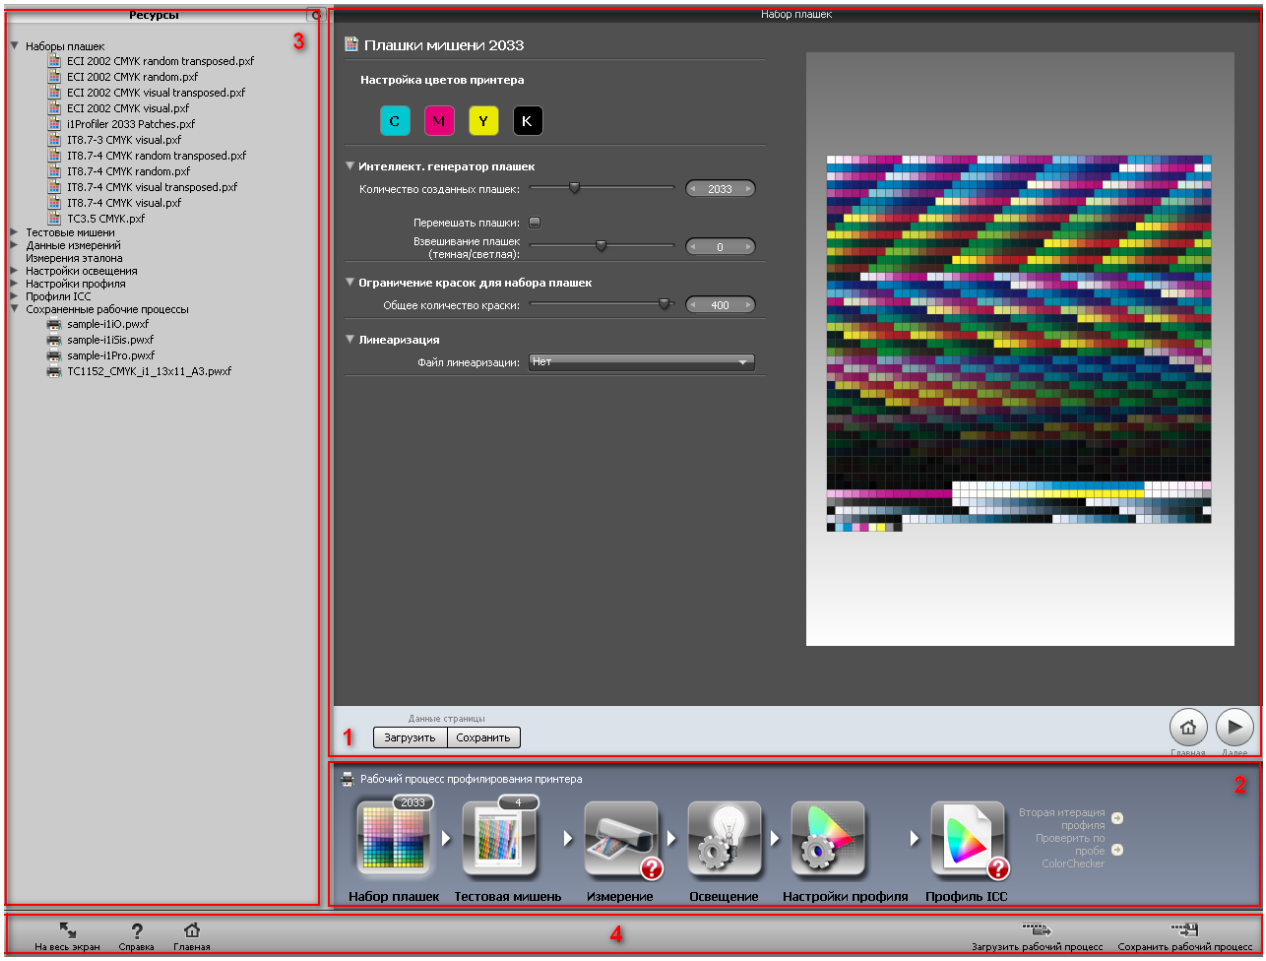

рис.2. Главное окно рабочего процесса построения ICC-профиля CMYK-принтера.
Откроется главное окно рабочего процесса профилирования (*рис.2)*.
a) Зона настроек (*рис.2, зона 1)*. Здесь отображаются настройки текущего этапа построения ICC-профиля, важная графическая информация, относящаяся к этапу профилирования (изображение тестовой шкалы, график спектра освещения и т.п.) и кнопки сохранения и загрузки данных текущего этапа.
b) Этапы процесса профилирования (*рис.2, зона 2)*. Переходить между этапами можно щелкнув мышью на пиктограмму соответствующего этапа или нажимая кнопки **Далее** или **Назад** в правом нижнем углу зоны настроек (*рис.2, зона 1)*.
c) Сохраненные данные всех этапов профилирования (*рис.2, зона 3)*. Сохраненные данные можно загружать в текущий этап двойным щелчком мыши или перетаскиванием файла на пиктограмму соответствующего этапа.
d) Зона сервисных команд (*рис.2, зона 4)*. В этой зоне расположены:
При вызове справки информация на русском языке отображается в зоне сохраненных данных (*рис.2, зона 3)*.
Нажмите **Назад,** в поле **Количество созданных плашек** *(рис.2, зона 1)* введите желаемое количество полей тестформы и нажмите **Enter**.